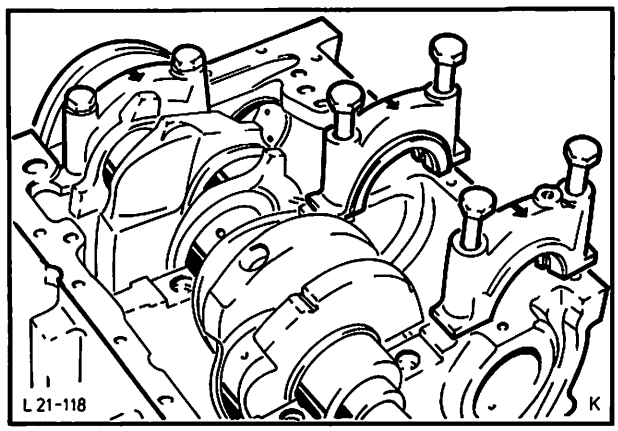

Abb. 155 Hauptlagerdeckel abbauen
31. Hauptlagerdeckel mit zugehörigen Lagerschalen abbauen, Abb. 155.